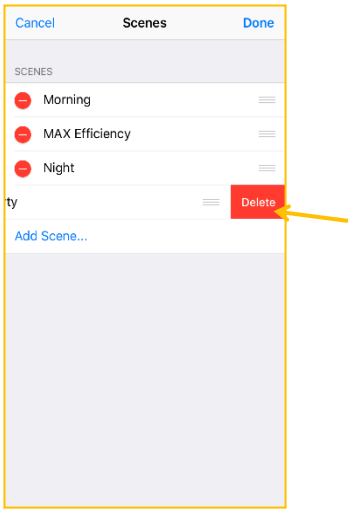

Figure 49
- Click **Delete** *(Fig. 49)*